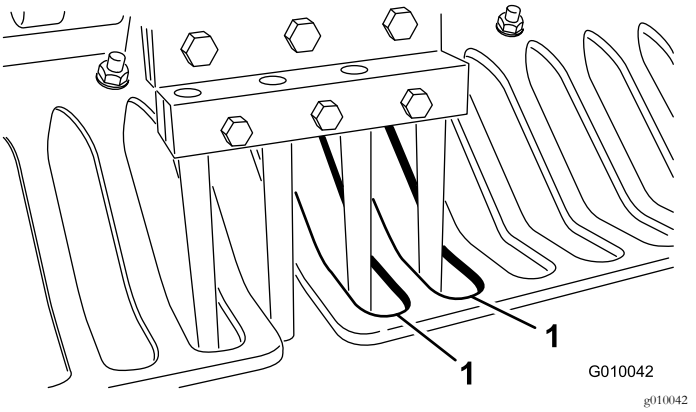

Figur 26
7. Kontroller at pipene står rett i forhold til midten på verneplatenes mellomrom (Figur 26). Juster verneplatene som nødvendig og stram til mutterne.